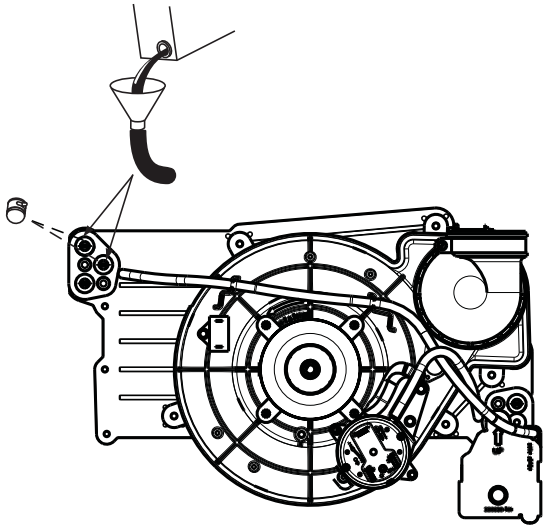

Fig. 66 - Priming Condensate Trap
4. Remove the top unused rubber plug from the port on the collector box opposite the condensate trap. See Fig 66.
9. Remove the middle unused rubber plug from the port on the collector box opposite the condensate trap. See Fig. 66.